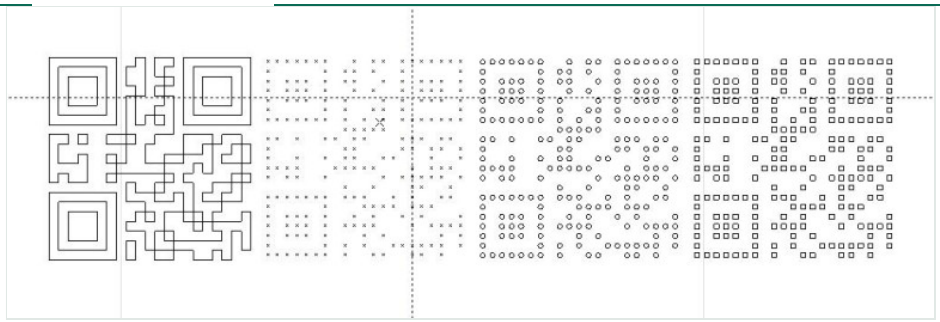

Figura 6-4 Código bidimensional en modo de puntos, de círculos y de rectángulos (de izquierda a derecha). Manual de usuario, sección 11.8.2.5.
- **Modo de puntos, círculos o rectángulos:** cambia la forma de los elementos del código (figura 6-4). **Tamaño fijo** mantiene el código siempre del mismo tamaño, aunque cambie la cantidad de datos.